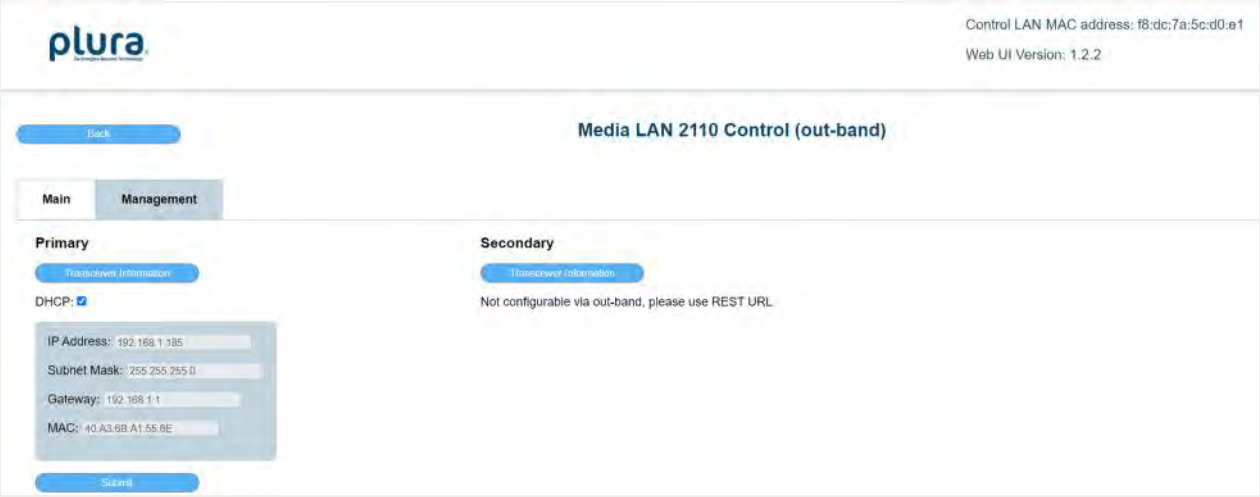

Figure 22. Management Tab
- The management tab offers both DHCP and Static IP configuration. To choose a Static IP uncheck the DHCP check box (Figure 22). Once the Static IP values are entered click on the submit button.